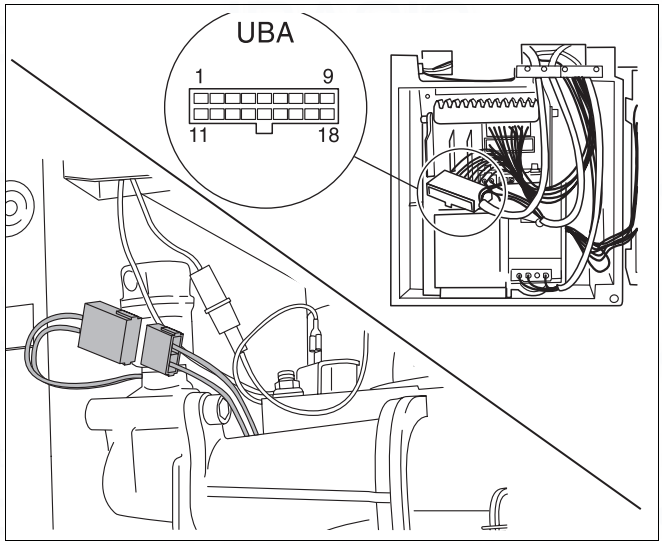

Fig. 66 600 Series 11S / 19S / 24S / 24C: Checking the safety sensor connection lead
- Use a continuity tester to check the cable between the plug-in connection and the 18-pin plug in the UBA. The test should be carried out on connections 06-18 and 08-18 (fig. 66).